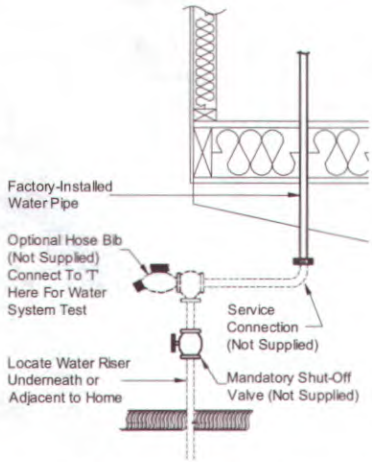

Figure 83. *Water system connection*
To connect the home's water system to the water source, identify the water inlet located under the home (usually below the water heater compartment or utility room) and follow the procedure described below (refer to **Figure 83**):
2. **Pressurize system.** Connect a hydrostatic pump, valve, and gauge to the location shown in **Figure 83.** Pressurize the system with water at 100 psi, and then isolate it from the pressure source. Bleed all air from the highest and farthest points in the system.